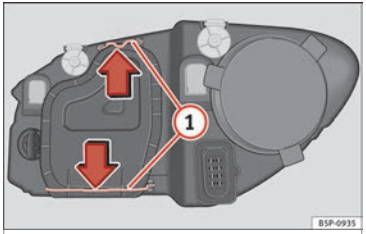

Fig. 178 Dipped beam headlights.
– Move the loops ››› **Fig. 178** (1) in the direction of the arrow and remove the cover.